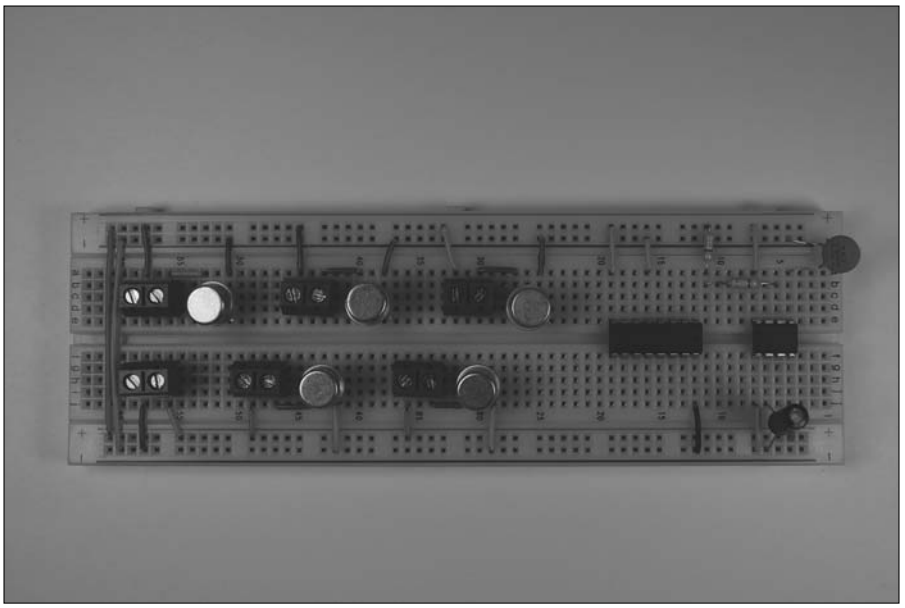

Figure 10-12: Connect the collector pin of the transistor to terminal blocks.
5. **Insert wires to connect the collector pin of the transistors to the terminal blocks, as shown in Figure 10-12.**